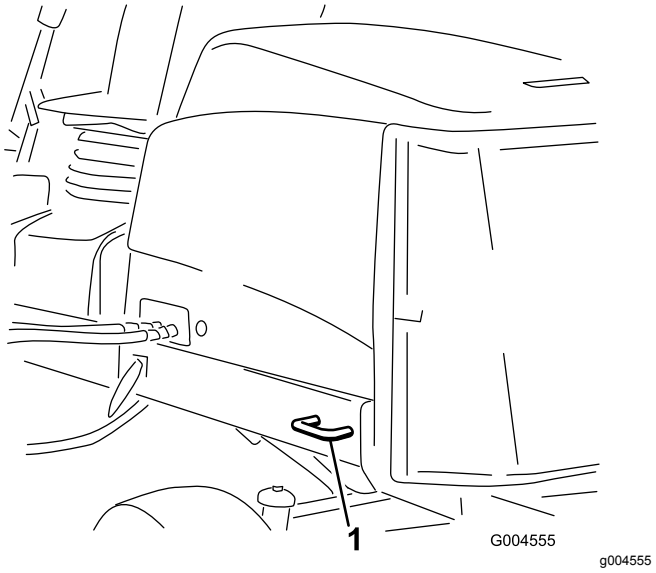

Figur 69
- Bag – på begge sider af maskinen på bagstellet (Figur 69)